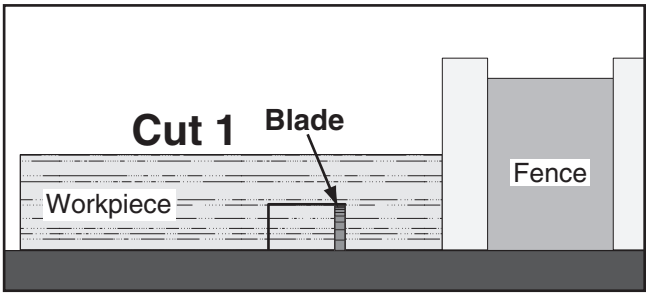

Figure 123. First cut for a single-blade dado.
4. Align workpiece with blade to cut one of dado sides, as shown in **Figure 123**, then align rip fence with workpiece.